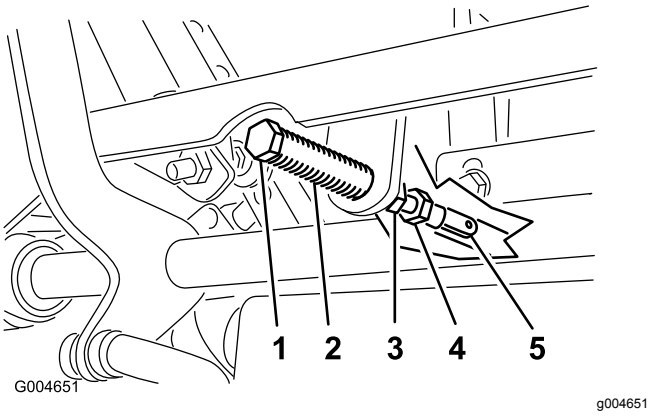

Rysunek 49
5. Pociągnij dźwignię do tyłu, aż sworzeń z łbem płaskim i otworem na zawleczkę (na ramieniu nad osią przegubu wału) zetknie się z końcem szczeliny (będzie lekko naciskać na sprężynę), jak pokazano na Rysunek 49.
7. Jeśli konieczna jest regulacja, odkręć nakrętkę i przeciwnakrętkę jarzma (Rysunek 49).
8. Lekko naciśnij dźwignię sterowania jazdą do tyłu, obracaj śrubę regulacyjną w odpowiednim kierunku, aż dźwignia sterująca będzie wyśrodkowana w położeniu NEUTRALNYM ZABLOKOWANYM (Rysunek 49).
9. Dokręć nakrętkę i przeciwnakrętkę (Rysunek 49).
10. Dokręć przeciwnakrętki na przegubach kulowych (Rysunek 49).